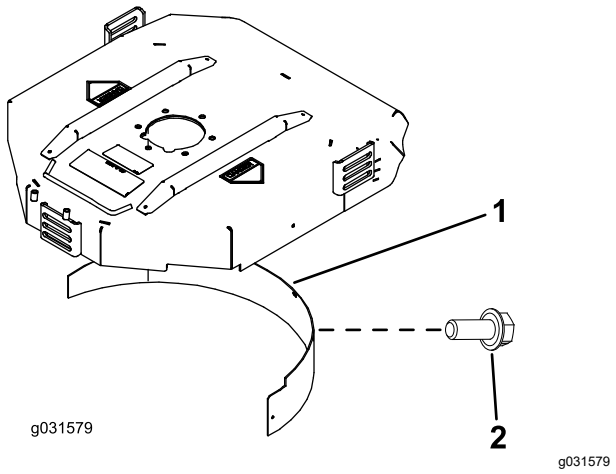

**Figuur 9**
2. Plaats de mulchplaat in de achterste opening en bevestig deze met 5 flenskopbouten (Figuur 9).